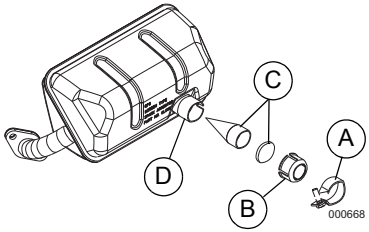

Figure 4-6. Écran pare-étincelles
1. Voir *Figure 4-6*. Enlevez le collier de serrage (A) afin de pouvoir retirer le dispositif de retenue (B).
2. Faites glisser les écrans pare-étincelles (C) hors du tube de sortie du silencieux (D).